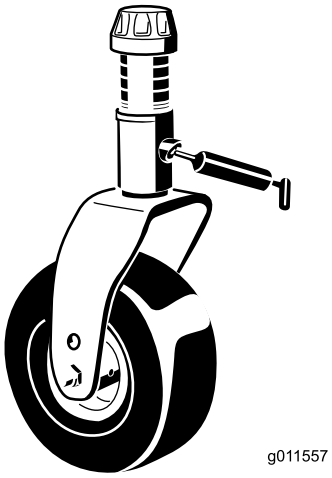

Figur 44
- 1 akselbøsning til styrehjulsgaffel (Figur 44)